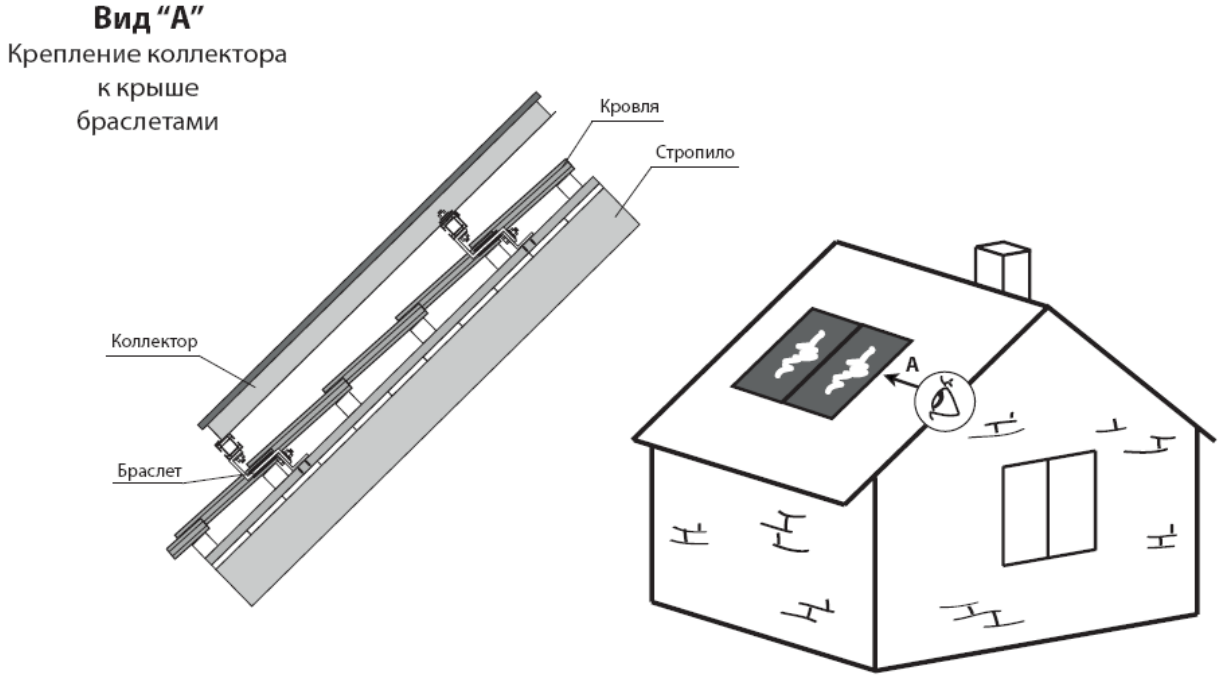

Рисунок 5
4.2. **Монтаж крышными браслетами.** Крепление предназначено для монтажа коллекторов на крыше, которая покрыта керамической черепицей. Благодаря тому, что браслет огибает черепицу и крепится непосредственно к стропилу, исчезает риск того, что черепица треснет при сверлении в ней отверстий (рисунок 5). Крыша должна быть скатной (т.е. располагаться к горизонту под углом от 150 до 750)